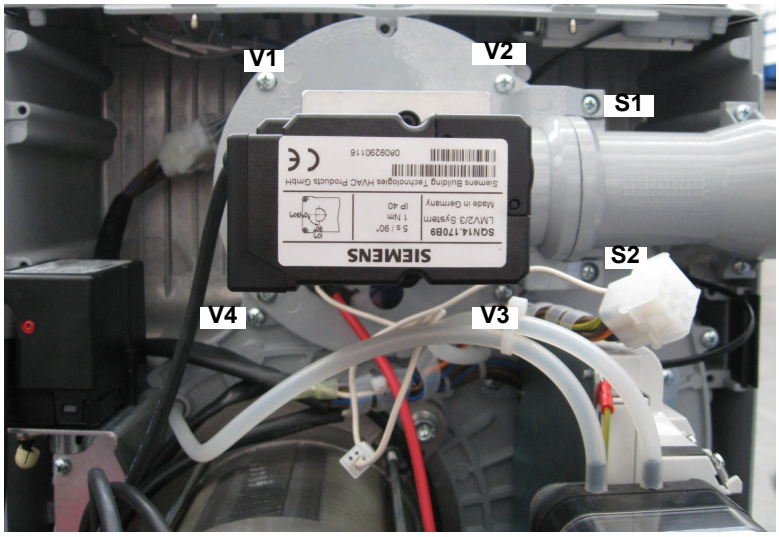

Fig. 30
- Smontaggio esame e pulizia testa di combustione (vedi Fig. 30 e successive).
1 Rimuovere le 4 viti **V1**, **V2**, **V3**, **V4** e la coppia di viti **S1** e **S2** (Fig. 30).